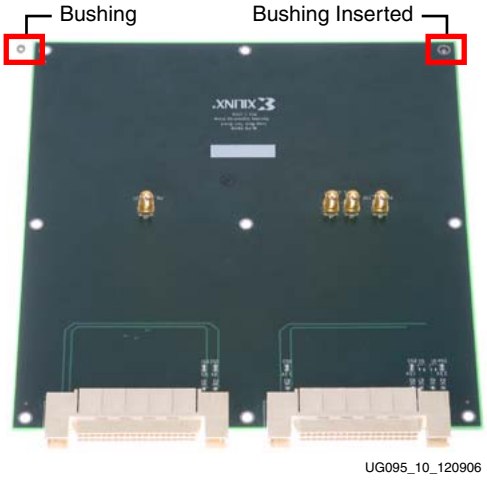

*Figure 10:* **Inserting the Bushings**
1. Open the ejector lever kit (included in this package) and insert the bushings into the two corner screw holes of the personality module (see Figure 10).